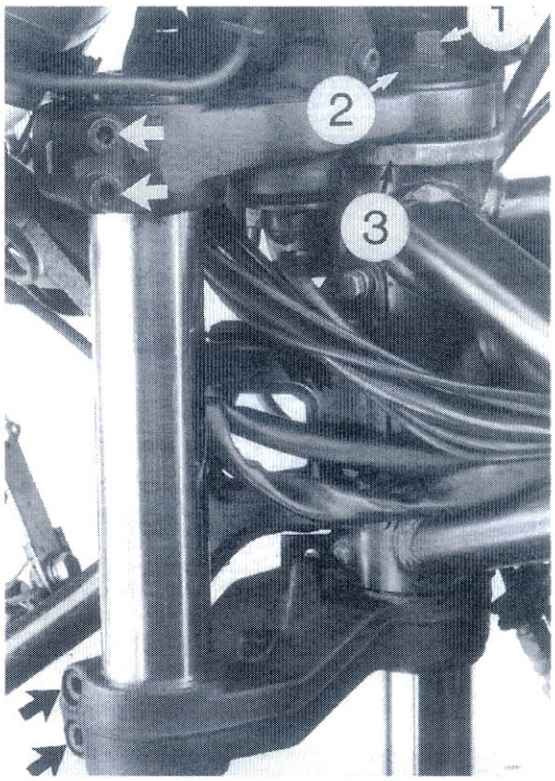

Bild 52
- Obere Gabelklemmschrauben (weisse Pfeile Bild 52) lockern.
- Sechskantmutter ② und Gegenrohr ① Bild 52 lockern.
- Mit Einstellring (Rändelmutter) ③ Lagerspiel einstellen (spielfrei). Lenker muss aus Mittellage leicht nach links und rechts fallen (Motorrad aufgebockt). Bei zuviel Spiel Mutter anziehen, bei Schwergängigkeit Mutter lockern.